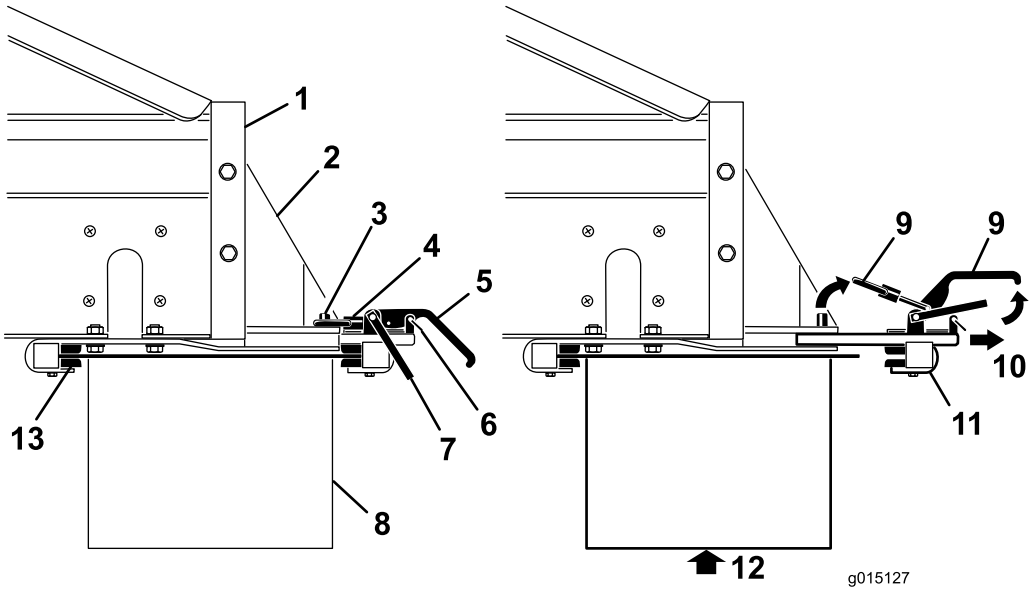

**Figur 29**
1. Avlägsna säkerhetsspärrens klämmor från spännhandtagen (Figur 29).
2. Lyft säkerhetsspärren och lyft sedan spännhandtagen för redskapskoppling och frigör låsringarna från låssprintarna (Figur 29)
3. För den bakre redskapskopplingsklämman ut ur snabbkopplingsurtagen (Figur 29).
4. Ta hjälp av någon och för framkanten av dubbelspridaren upp och under bakänden på MH-400, in i de främre klämmorna på fästena (Figur 29).
5. Stötta dubbelspridaren och för den bakre redskapskopplingsklämman tillbaka in i urtagen i fästena och över bakänden (Figur 29).
7. Sätt tillbaka säkerhetsspärrens klämmor i spännhandtagen (Figur 29).